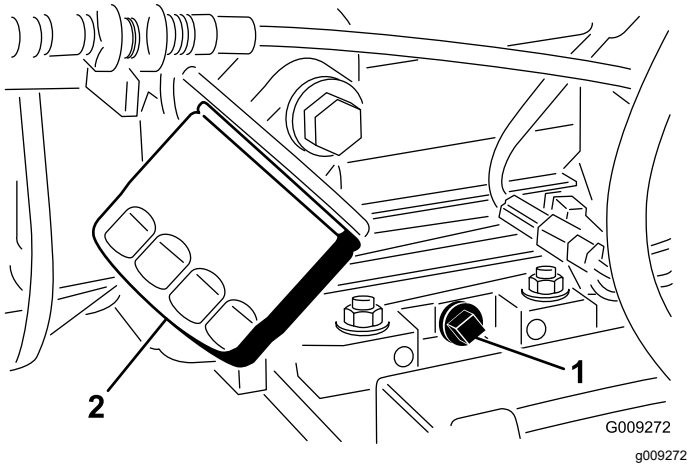

Figura 35
2. Coloque un recipiente grande debajo del tapón de vaciado de aceite (Figura 35).
3. Retire el tapón de vaciado y deje fluir el aceite a un recipiente apropiado (Figura 35).
5. Desmonte el filtro de aceite del adaptador del filtro (Figura 35).